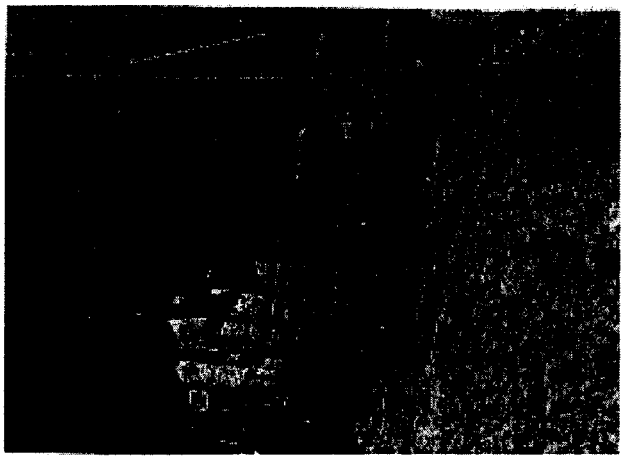

**Figure 5-13. Placement of pervious material adjacent to stilling basin wall, Brookville Dam**
*b.* Where free-draining pervious material is placed as backfill against concrete walls and around concrete structures such as outlet conduits, small compaction equipment is needed because of restricted area or because heavy equipment is not allowed close to the walls. Two common types of vibratory compactors are a small steel-wheel vibratory roller and a "vibrating plate" compactor. Air-operated concrete vibrators have also been used successfully in densifying narrow, relatively deep zones of pervious backfill. Figure 5-13 shows pervious backfill being placed against a concrete wall with a hand-operated compactor in the background. Vibratory-type units should be checked frequently to ensure that they are operating at a frequency level giving the highest possible density. For cohesionless materials, the frequency of vibration should generally fall between 1,100 and 1,500 vibrations/cycles per minute.